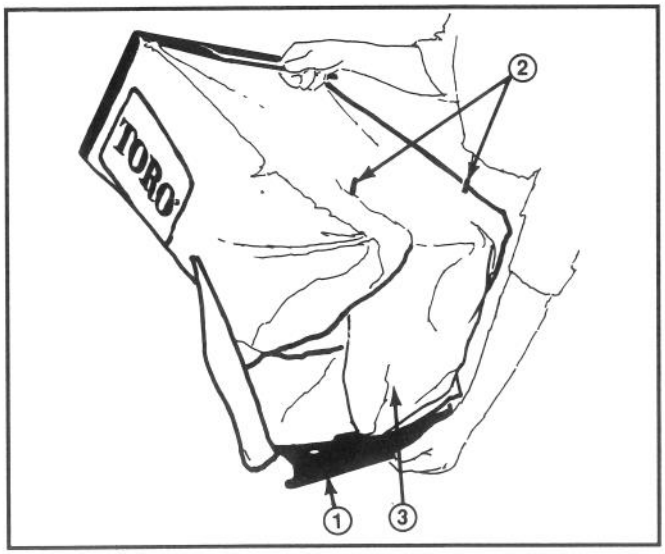

Afbeelding 14
4. LEEGMAKEN VAN DE GRASZAK—Pak de zak bij de hendel van het frame. Licht de plastic stang van de pinnen en laat de achterkant van de graszak van het frame glijden (Afb. 14). Licht de klep achterop de graszak op. De voorkant van de zak langzaam opheffen en de zak leegschudden.